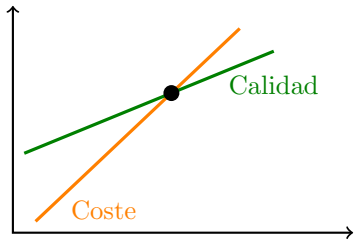

Figura 3.18: Análisis marginal calidad—costes
- **Análisis del coste de la calidad**: El grado óptimo de calidad se alcanza cuando el beneficio incremental de las mejoras, iguala al coste en que se incurre (Figura 3.18). El cruce entre ambas líneas sería el punto óptimo, puesto que llega un momento en el que por mucho que se mejore o intente mejorar la calidad dentro del proyecto, el beneficio que se obtiene es inferior frente al coste que implica. Por tanto, llegado ese punto se debe dejar de establecer el proceso de calidad y no seguir ampliándolo, porque es contraproducente para el propio proyecto.